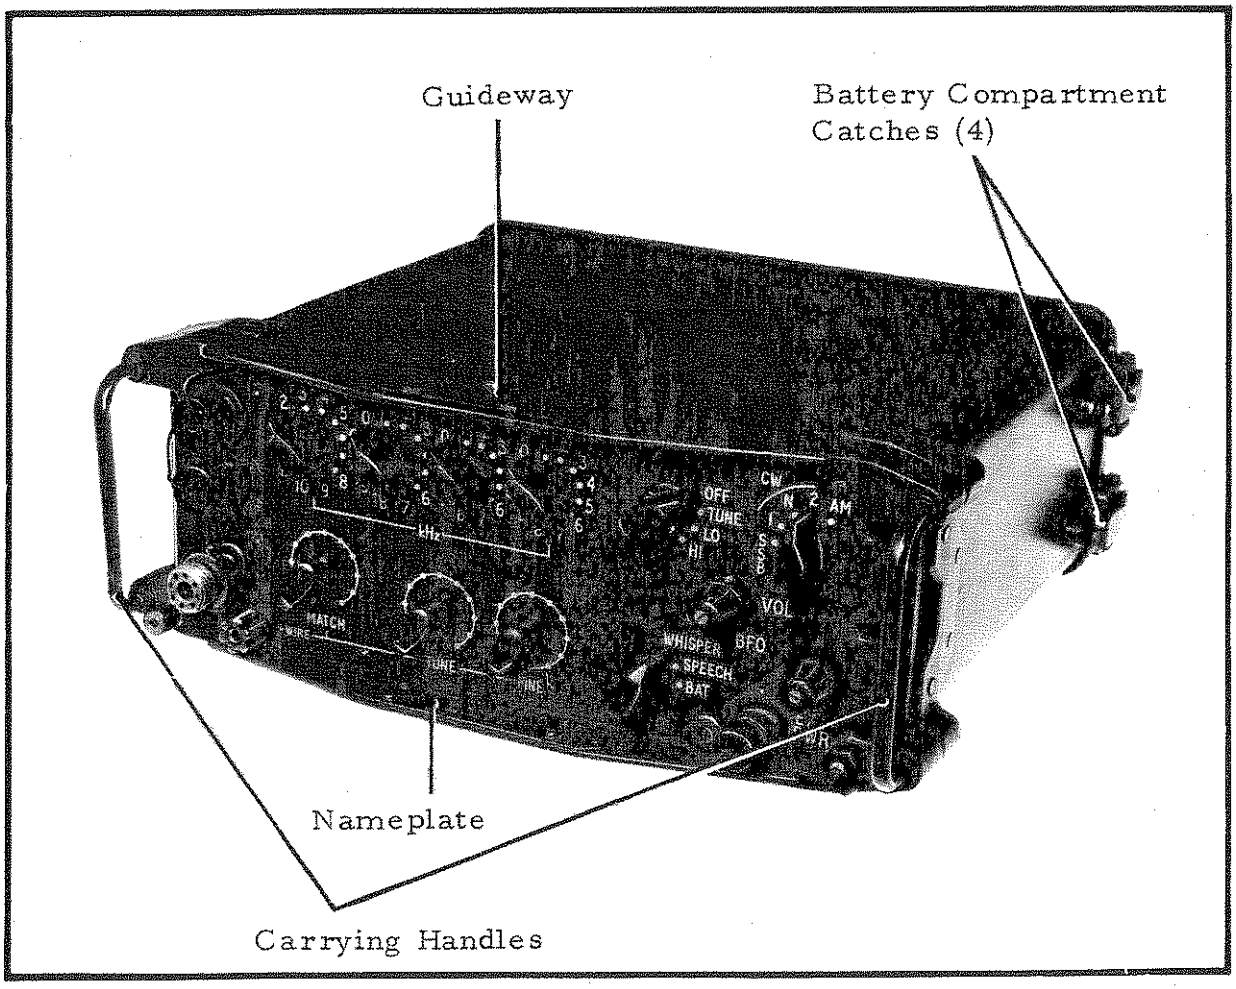

FIG 17
28. Receiver-Transmitter, Radio RT-F1/PRC. (Fig 17). This transceiver is a compact, lightweight unit, housed in a case of magnesium alloy. The case is panclimatically sealed by a rubber gasket between the front panel and the main body, the two assemblies being held together by a captive screw at each of the four corners. The battery is carried in a separate compartment on the rear of the case. The lid of the case is secured by four spring catches which facilitate rapid replacement of the battery in the field.